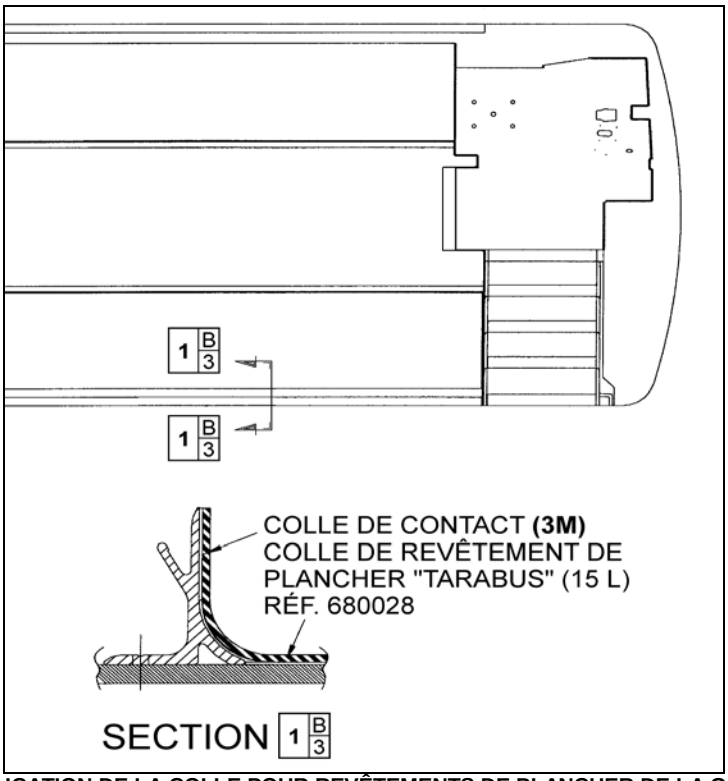

FIGURE 34: APPLICATION DE LA COLLE POUR REVÊTEMENTS DE PLANCHER DE LA GAMME TARABUS
6. Appliquer de la colle pour revêtement de plancher (680028) sur le contreplaqué à l'aide d'une truelle crantée avec une denture de 1/8 po. Si besoin, appliquer de la colle de contact (3M) (684655 ou 684654) sur le moulage en aluminium ainsi sur la partie du revêtement de plancher qui sera en contact avec le moulage (voir la Figure 34).